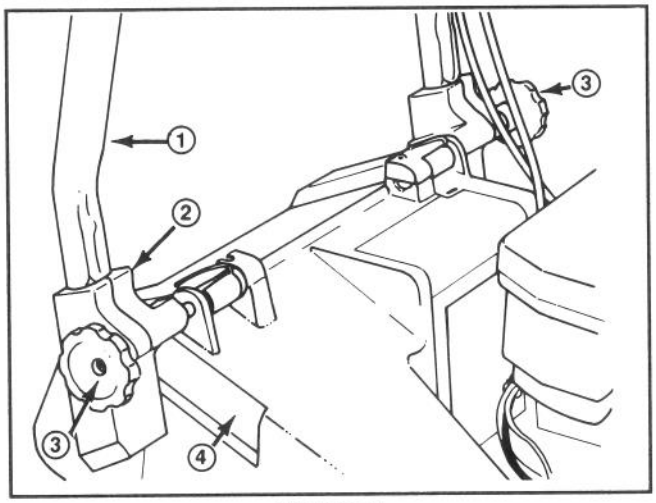
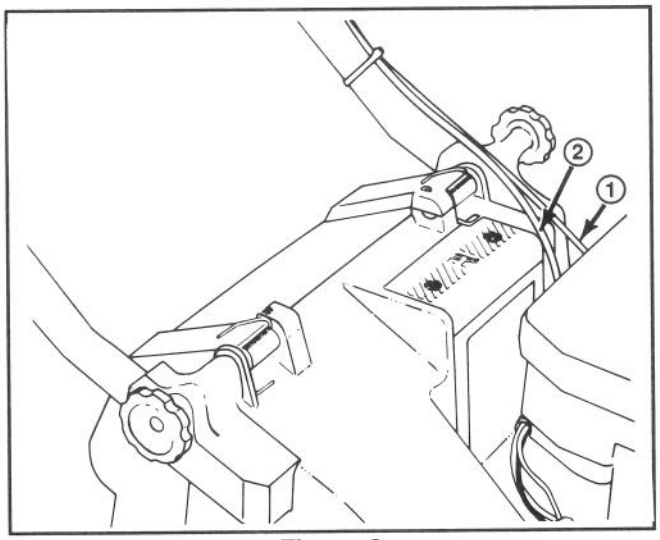

Figure 1
Figure 2
1. INSTALLING HANDLE—Loosen knobs on mounting brackets (Fig. 1).
3. Slide handle ends into holes in mounting brackets until handle ends are completely seated in brackets (Fig.1). Make sure throttle cable and traction cable (self–propelled model) rest on top of left mounting bracket (Fig. 2).
4. Rotate handle and brackets rearward until brackets fit securely into housing pockets (Fig. 2).